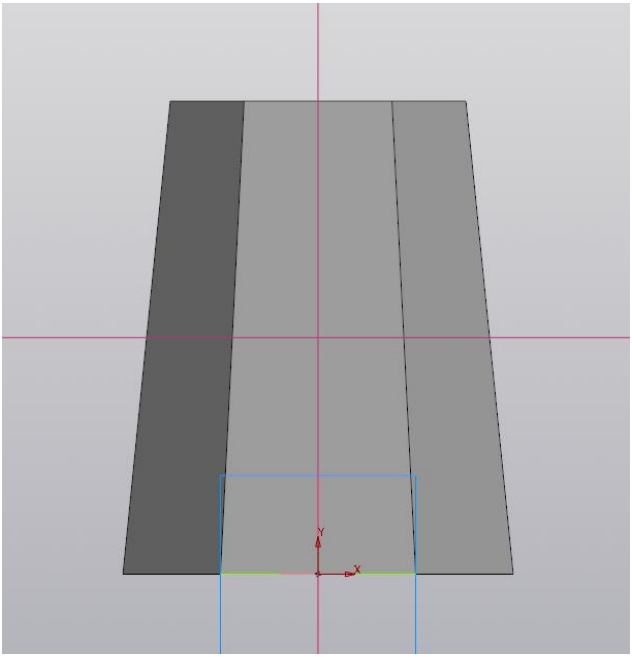

Рис. 8.7
1) Выберите ***Плоскость XY***. Войдите в режим ***Создать эскиз***. Создайте треугольник. Перед построением определитесь с центром треугольника. Для этого постройте две вспомогательные прямые: вертикальную по центру системы координат и горизонтальную при помощи команды ***Параллельные вспомогательные прямые*** задайте линию на расстоянии 60 от верхнего основания (рис. 8.7).